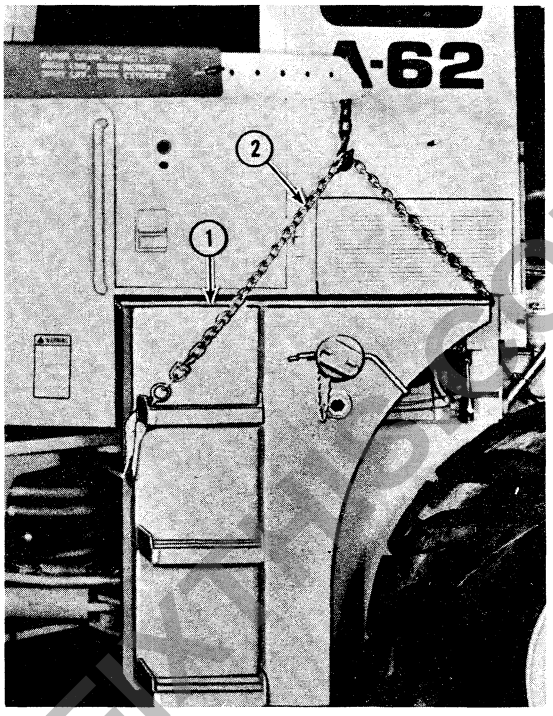

Figure 23
3. Attach a chain sling to the reservoir, Figure 23.